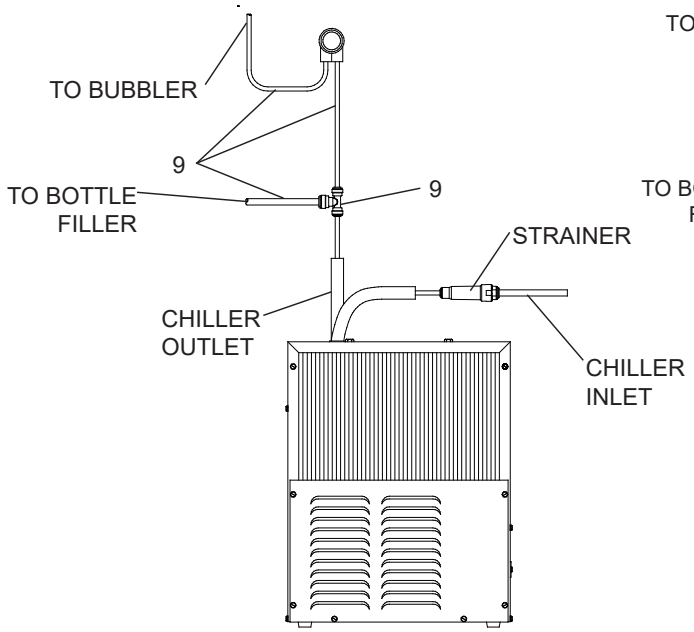

***Figure 5 – EZWS-ERPB Tube Routing***
5. **(For EZWS-ERPB8-RF)** Verify that a strainer is installed on the water supply line to the chiller (Fig. 5).